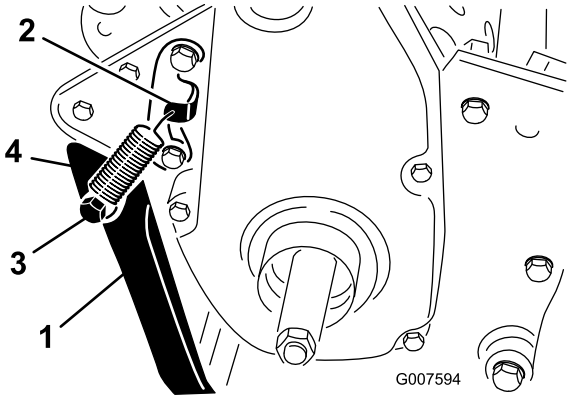

Figur 6
2. Sæt fjederen i hullet i fjederbeslaget og på fjedertappen, mens støttebenet justeres ind efter monteringshullerne i bagstellet (Figur 6).
3. Monter støttebenet på hver side af stellet med en bolt, låseskive, afstandsstykke, flad spændeskive og låsemøtrik (Figur 6).